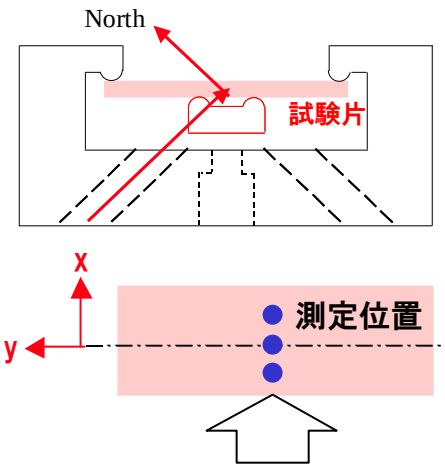

図1　4点曲げ治具と試験片
- ４点曲げ治具で応力負荷。測定点：3カ所（図1参照）。歪ゲージで200MPaまで負荷。測定時間：30分/点。North 方向の中性子回折線からy方向の歪を算出。ヤング率：78GPa で応力に変換。